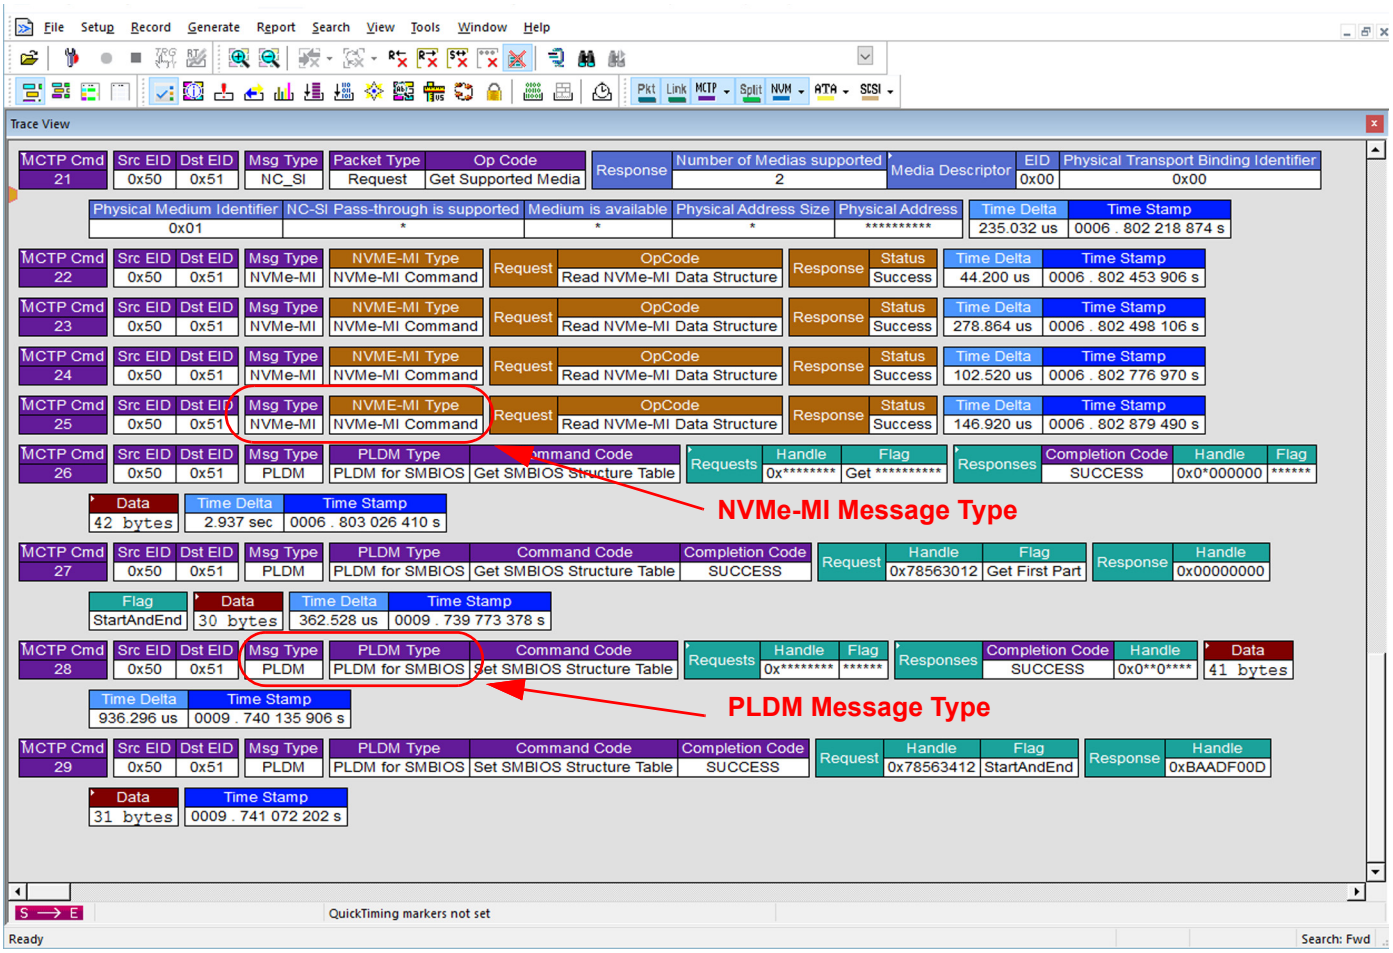

Figure 6.88: MCTP Commands Decoded: NVMe-MI and PLDM Types
- PLDM: See Figure 6.88 on page 452